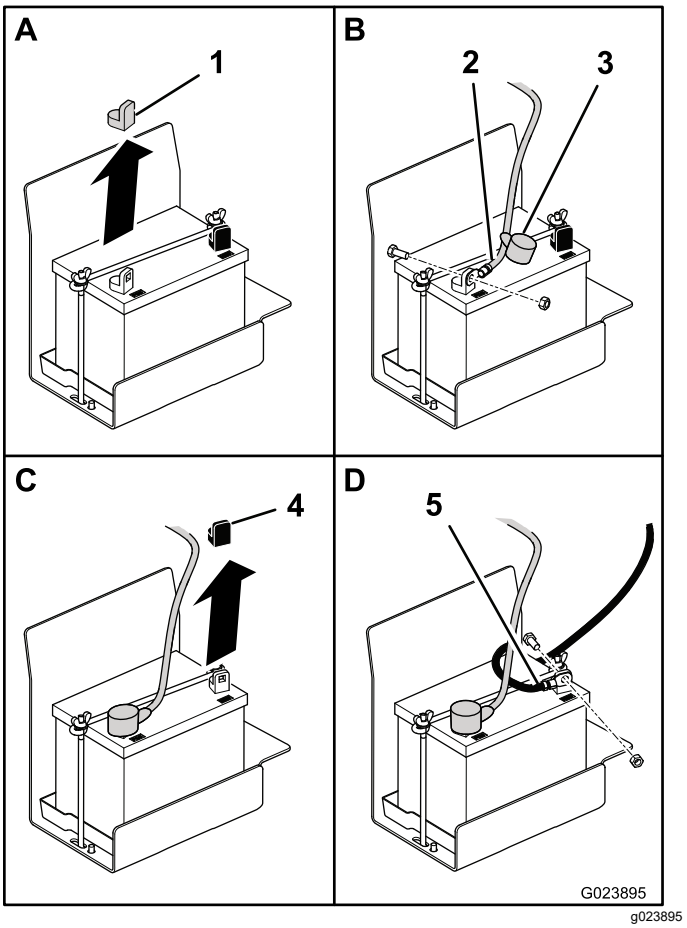

**Figuur 5**
2. Verwijder de rode plastic kap van de pluspool van de accu (Figuur 5).